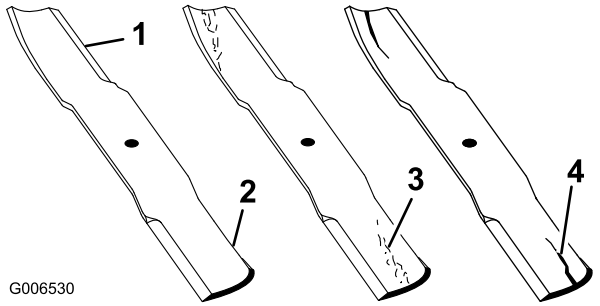

Figur 89
1. Kontrollera eggarna (Figur 89). Om eggarna är slöa eller har hack ska knivarna tas bort och slipas. Se Slipa knivarna.
2. Kontrollera knivarna, speciellt den böjda delen (Figur 89). Montera omedelbart en ny kniv om du upptäcker skador, slitage eller spårbildning i detta område (Figur 89).